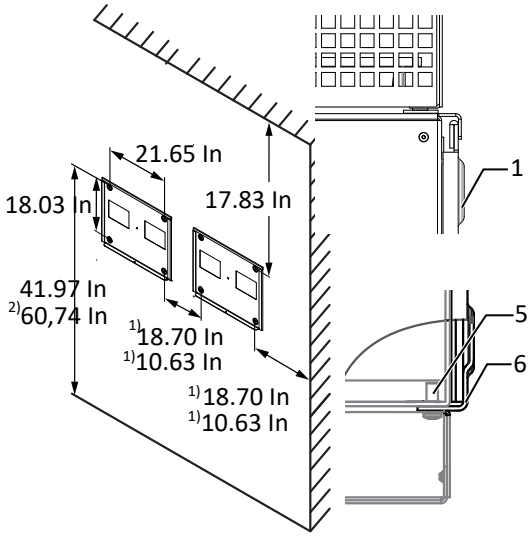

Fig. 17: Wall mounting
- Minimum clearances to be observed during installation: [See figure 17 [▸ Page 22]
2. Fit the device onto the upper mount by means of the mounting bracket. Fit the device onto the lower mounting bracket in full so that the device sits flush with its rear side on the mount. ([See figure 17 [▶ Page 22]).